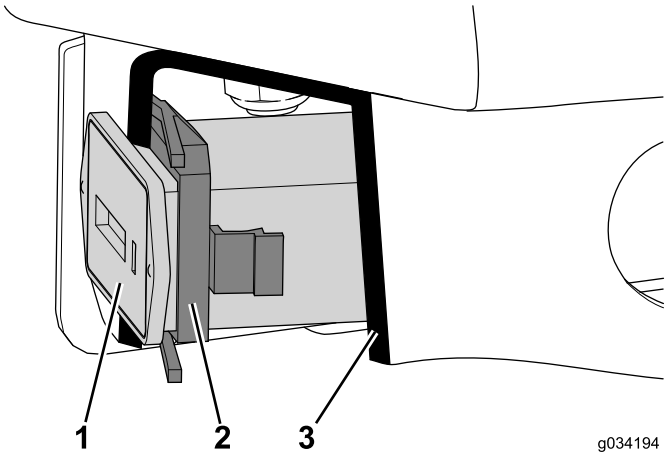

Rysunek 26
1. Wciśnij licznik motogodzin w wycięcie (Rysunek 26).